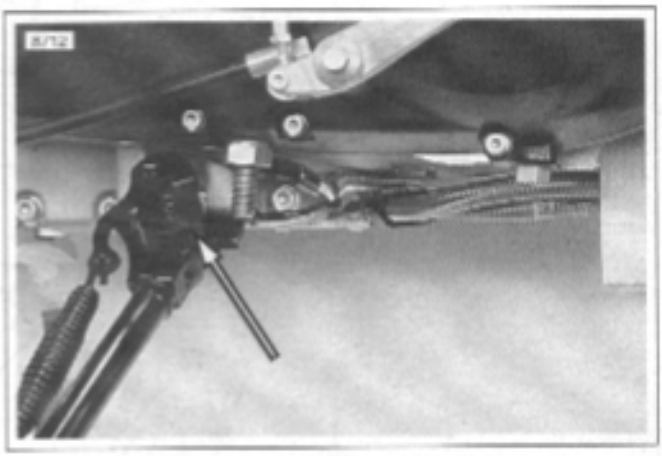

Figure 3-22. Sidestand Switch
23. See Figure 3-22. Remove sidestand switch, leaving wire attached, and pull switch assembly and wire harness through to right side of vehicle.